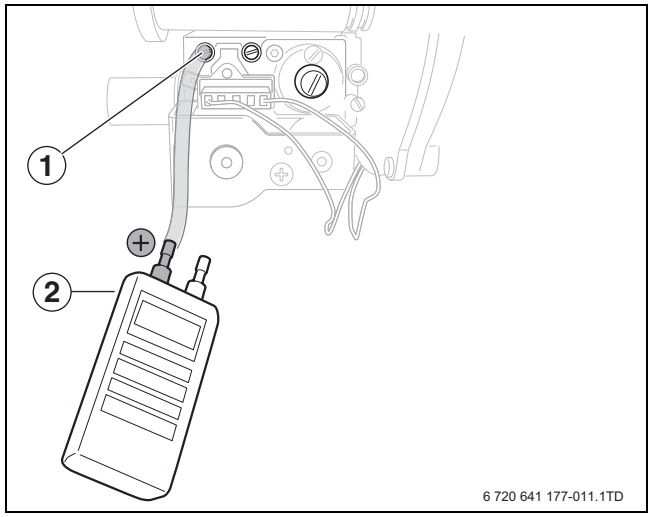

Rys. 58 Sprawdzić ciśnienie gazu na przyłączu
- ▶ Zdjąć kapturek ochronny ze śruby nastawczej stosunku ilości gazu do powietrza (→ rysunek 58, [1]).
- ▶ Ustawić stosunek ilości gazu do powietrza za pomocą śruby nastawczej (→ rysunek 58, [1]).